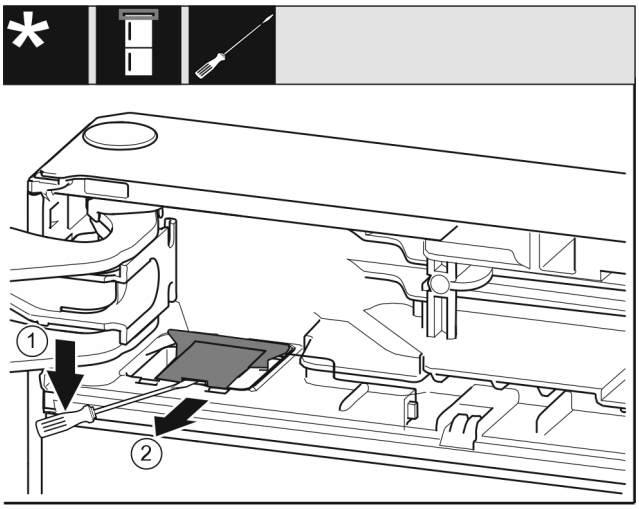

Fig. 9
▶ Mit einem Schlitzschraubendreher die Abdeckung ausrasten und aufheben. *Fig. 9 (1)*
▶ Abdeckung herausnehmen. *Fig. 9 (2)*